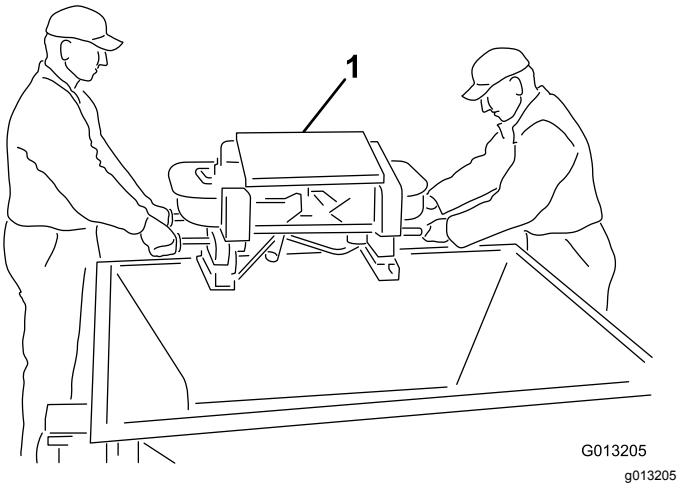

**Figur 5**
4. Løft den dobbelte spinder ud af tragtbeholderen ved hjælp af den dobbelte spinders ydre håndtag, og stil den dobbelte spinder på jorden (Figur 5).